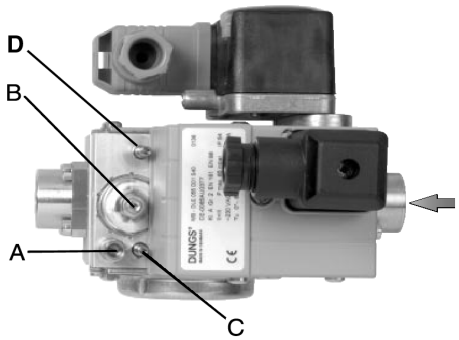

Fig. 8 -**DUNGS MBC 65-DLE**
- slacken screw A (Fig. 8) in measuring nozzle. Connect pressure gauge.
- Set to the minimum the pressure regulator by turning adjustment screw B (Fig. 8) anticlockwise .
- Adjust the flame during the startup phase by means of the bypass C (see Fig. 8 n. 10). Turning clockwise the gas flow decreases, turning counterclockwise the gas flow increases. Do not exceed in the start flow, otherwise the stabiliser B (Fig. 8) will be ineffica-cious.
Act on the pressure regulator to achieve the desired gas flow rate, by means of the Adjustment screw B (Fig. 8): turn the screw clockwise to increase the flow rate, turn counter-clockwise to decrease it.
The adjustment screw D for the main flow restrictor is completely open (factory setting): do not change its position. Once the adju-smetns are accomplished, close screw A (Fig. 8) in the measuring nozzle..